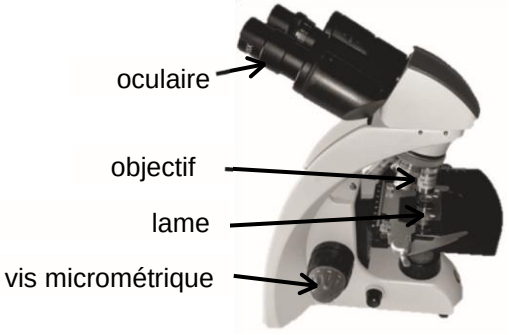
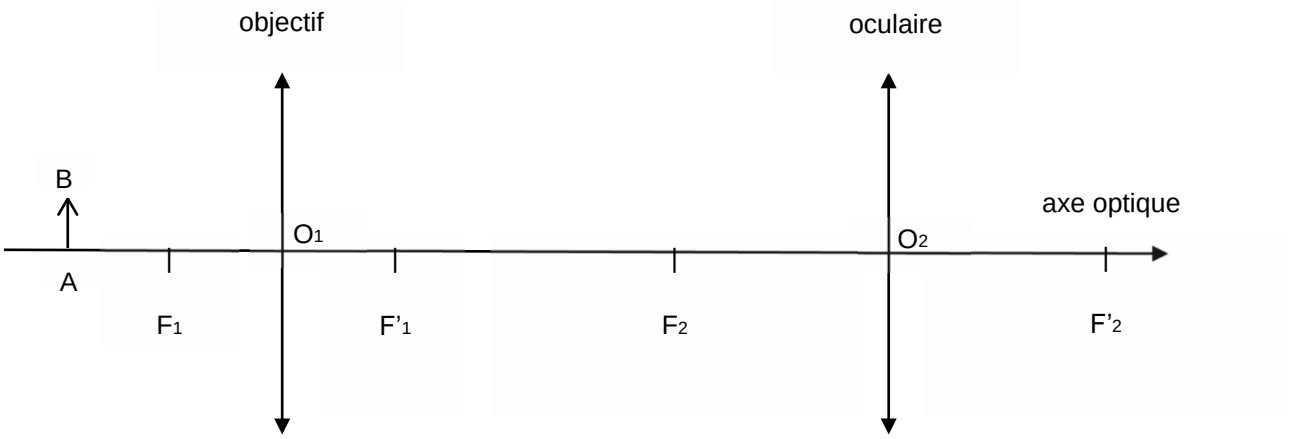

Figure 1. Photographie d'un microscope
Figure 2. Modélisation d'un microscope
On utilise d'abord un microscope représenté en figure 1 et dont une modélisation optique est donnée en figure 2.
1.1. Sur la figure 2 reproduite dans **L'ANNEXE À RENDRE AVEC LA COPIE**, construire l'image intermédiaire A_1B_1 de l'objet AB à travers l'objectif puis l'image définitive A_2B_2 de A_1B_1 à travers l'oculaire.